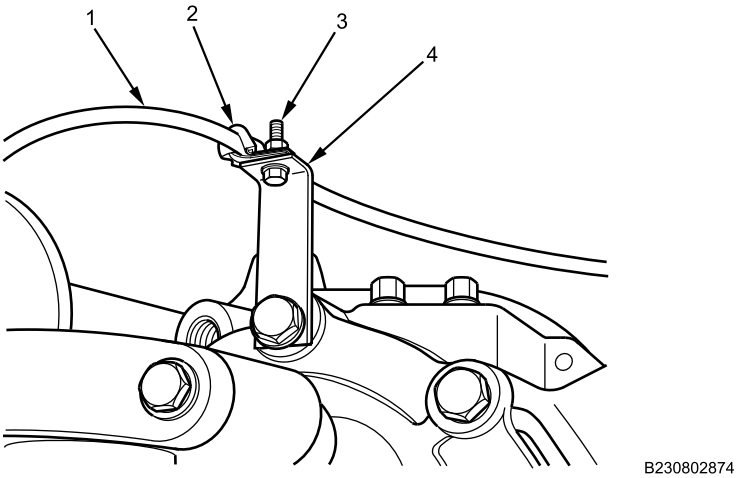

Figure 15. Air Line Clamp.
10. Install clamp (Figure 15, Item 2) on air line (Figure 15, Item 1). Install bolt (Figure 15, Item 3) into bracket (Figure 15, Item 4) and clamp. Tighten securely.